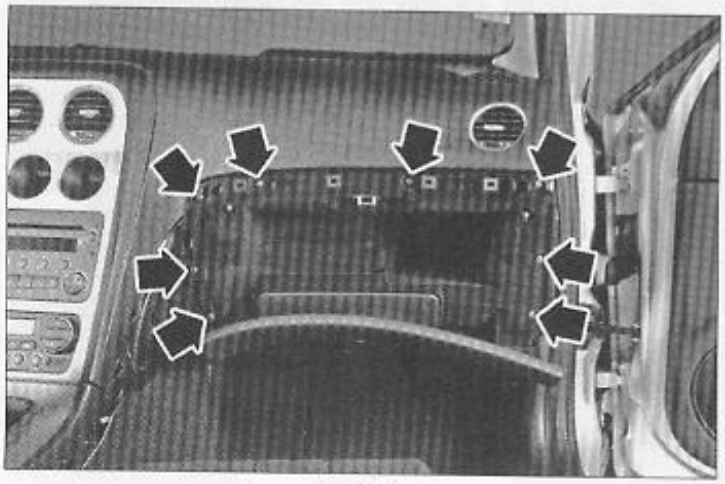

FIG. 14
• Ouvrir le couvercle de boîte à gants, déposer les 8 vis de fixation de la boîte à gants, l'extraire partiellement de son logement afin de débrancher l'éclaireur avant de la déposer **(Fig.14)**.